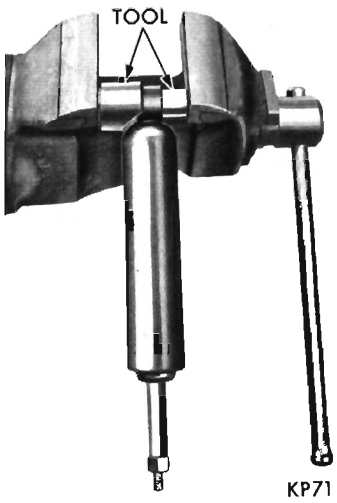

Fig. 4—Removing or Installing Shock Absorber Bushing
(5) If lower bushing requires replacement, remove it from shock absorber using Tool C-3553 by pressing on the outer sleeve of bushing (Fig. 4).
(1) To install upper rubber bushing, remove inner steel sleeve and immerse bushing in water (DO NOT use oil or soap) and with a twisting motion, start bushing into hole of upper mounting bracket, then tap into position with a hammer. Reinstall steel inner sleeve in bushing.
(2) Install lower mounting bushing in eye of shock absorber using Tool C-3553 (Fig. 4).
(3) Test and expel air from shock absorber, then, compress to its shortest length. Position washer on upper rod of shock absorber and insert rod through upper bushing and install upper compression washer and nut and tighten to 25 foot-pounds.